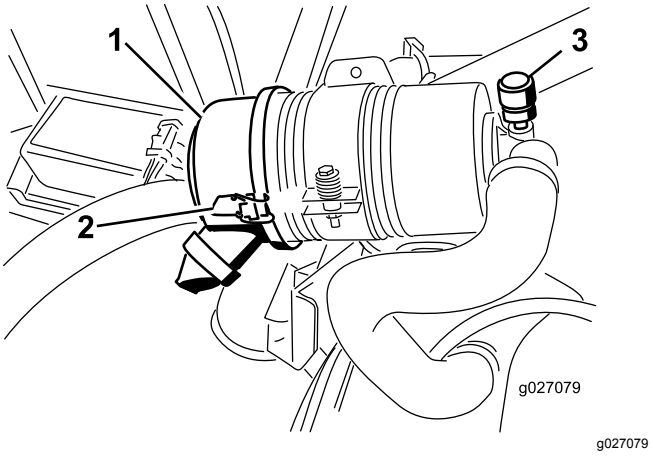

**Figur 52**
Overhal filteret på luftrenseren kun når indikatoren tilsier det (Figur 52). Hvis du skifter filteret før det er nødvendig, øker det bare risikoen for at det kommer inn smuss i motoren når du fjerner filteret.
2. Utløs låsene som fester luftrenserdekslet til luftrenserhuset (Figur 52).